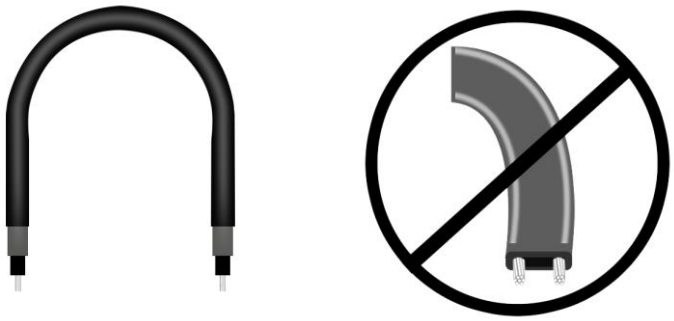

Рисунок 4
2. Изгиб кабеля строго согласно руководству по монтажу (*рисунок 4*).